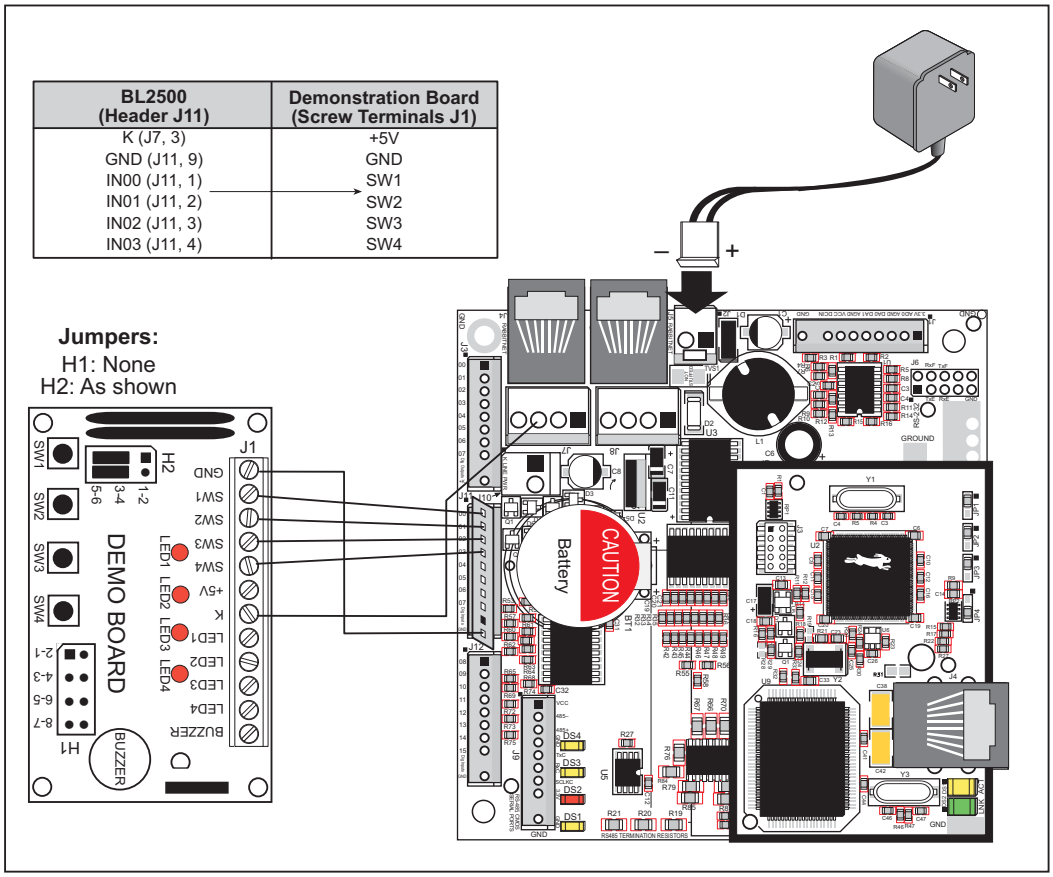
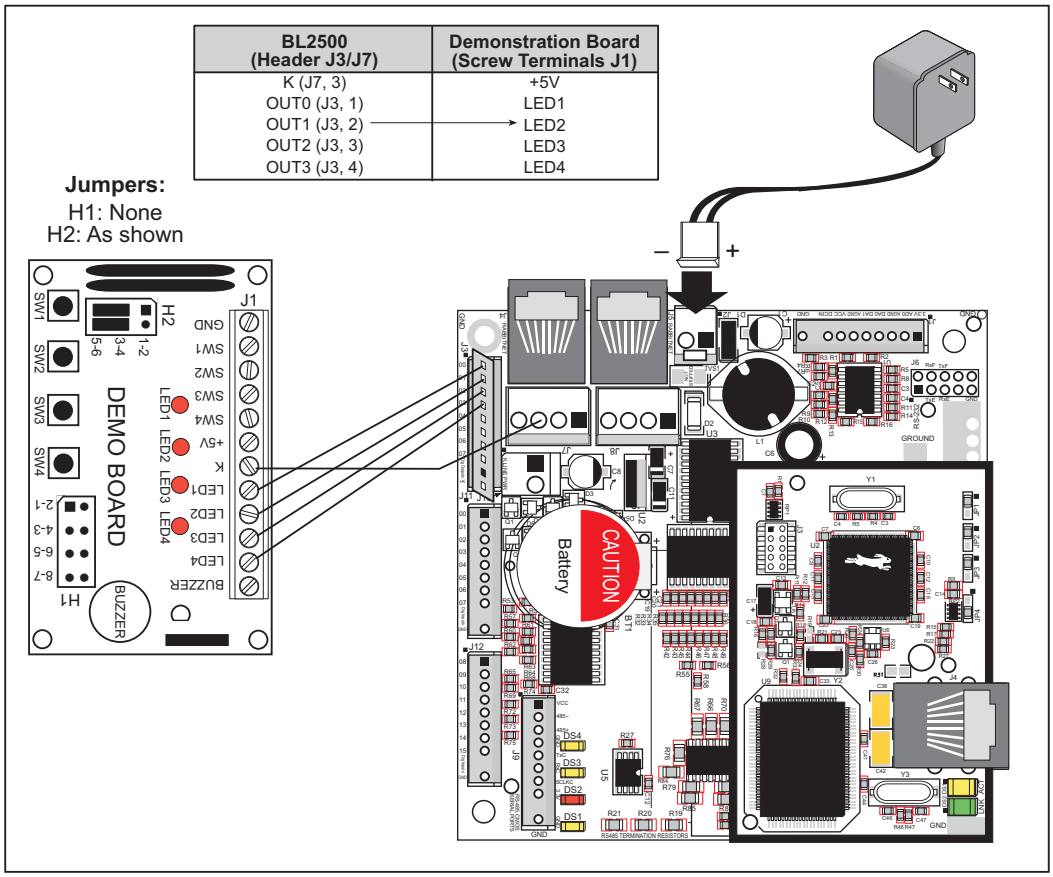
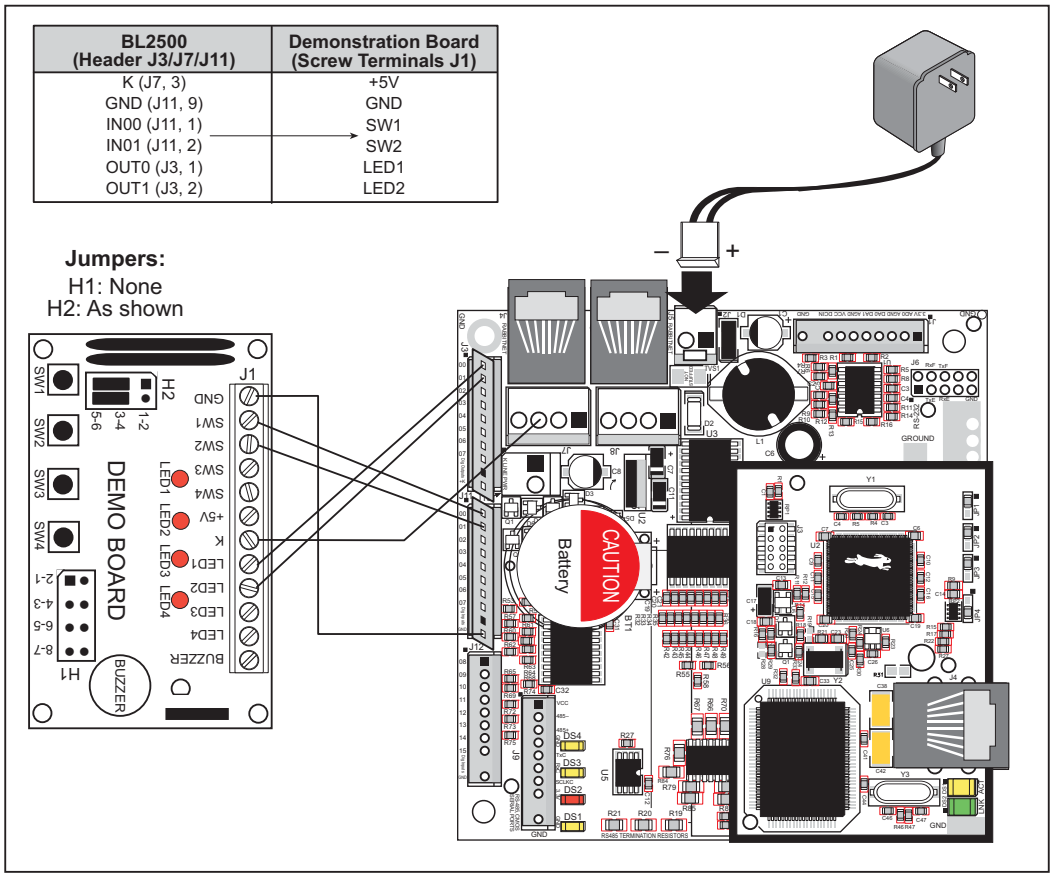

Figure C-3. Connections Between Coyote and Demonstration Board for `DIGIN.C` Sample Program
Figure C-4. Connections Between Coyote and Demonstration Board for `DIGOUT.C` Sample Program
Figure C-5. Connections Between Coyote and Demonstration Board for TCP/IP* SMPT.C *Sample Program
1. Use one of the wiring harnesses you have built to connect header J1 on the Demonstration Board to the Coyote. The connections are shown in Figure C-3 for sample program **`DIGIN.C`**, in Figure C-4 for sample program **`DIGOUT.C`**, and in Figure C-5 for the **`BL2500\TCPIP`** TCP/IP sample programs.